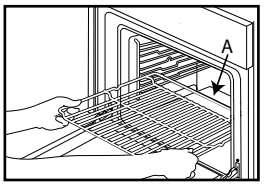

Fig. 1
1. Вставьте решетку горизонтально, располагая ее выступом "A" вверх *(Рис. 1)*.